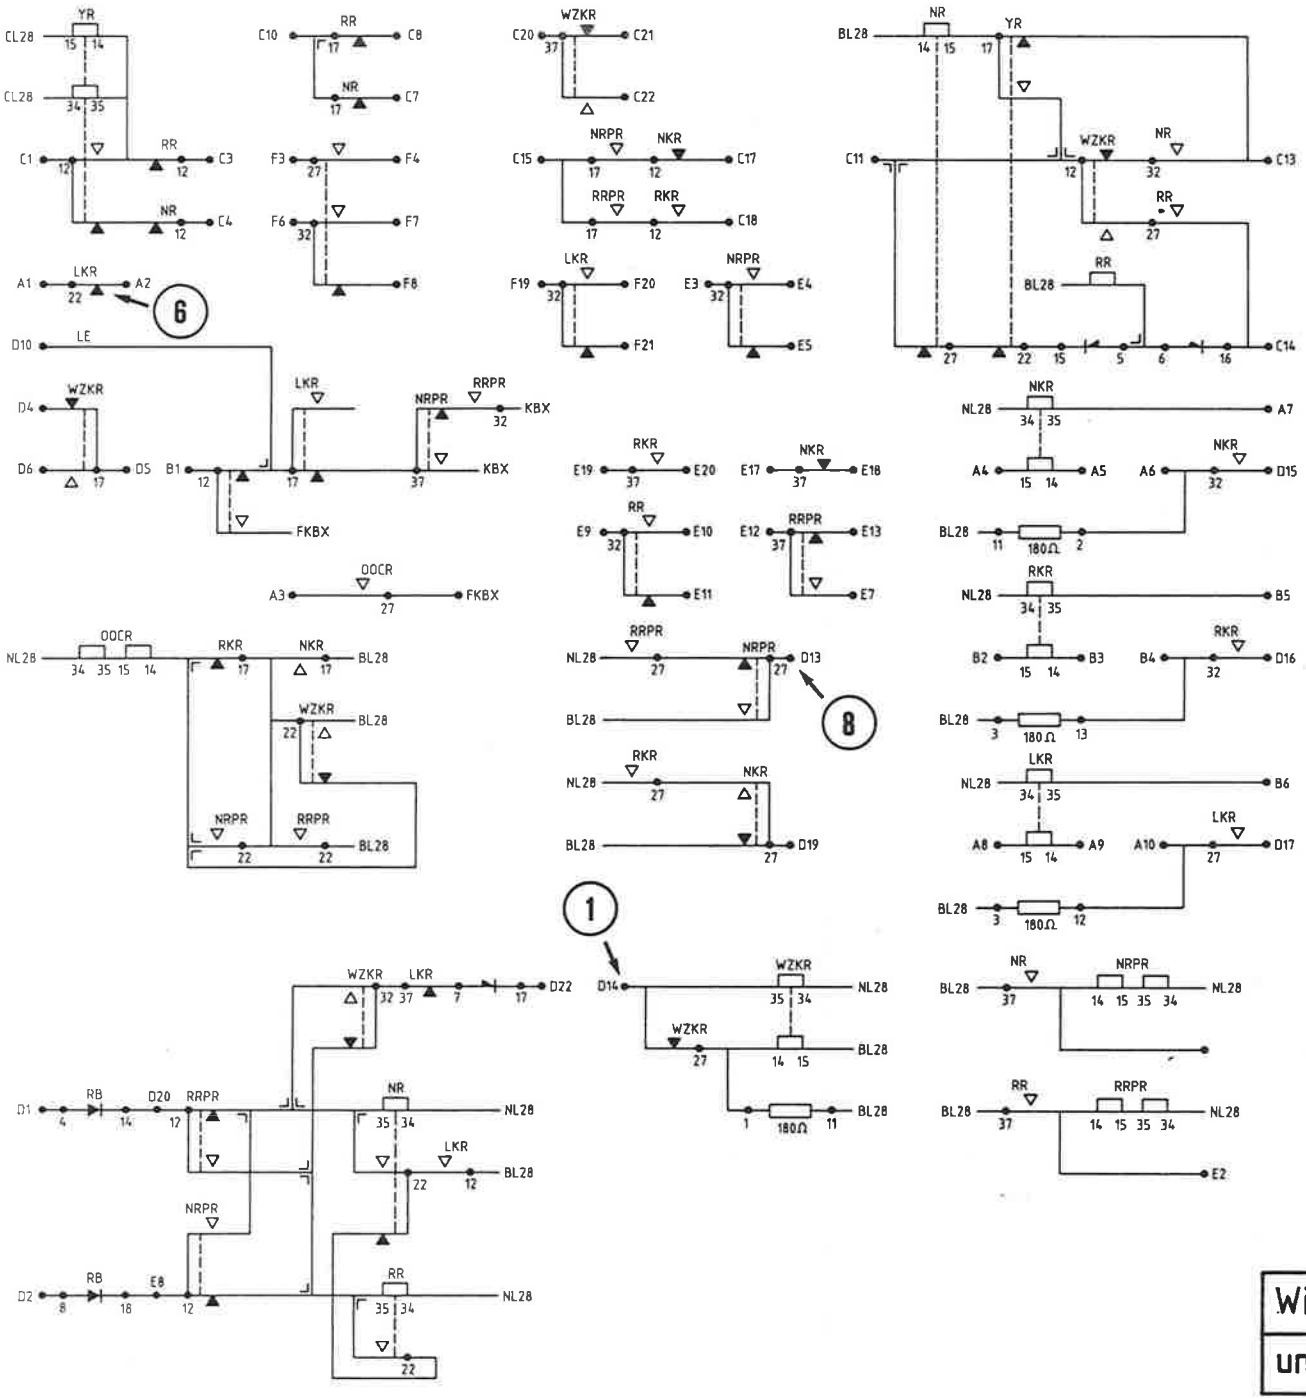

afb. 45
We gaan ervan uit dat men bekend is met de tekeningen die behoren bij de automatische blokstelsels, zodat de relatie tussen en het gebruik van S- en OA-bladen bekend is. De moeilijkheid bij een NX-beveiliging systeem '68 schuilt in de toepassing van de zgn. unitbladen (U-bladen). Een voorbeeld van zo'n U-blad, in dit geval van een SEW-unit (enkel wissel), is gegeven op de volgende bladzijde. Op dit blad zijn alle schakelingen en kontakten die zich in de unit bevinden afgebeeld. Tevens zien we via welke klemmen ze op de blauwe aansluitblokken naar buiten toe uitgevoerd zijn. Bijvoorbeeld, de WZKR-schakeling 'hangt' aan klem D14 van het blauwe aansluitblok (afb. 45-(1)). De draad die komt van de WZKR-schakeling wordt afgemonteerd aan de binnenzijde van het blauwe aansluitblok. Een eventuele buitendraad, naar een andere unit of rek 1 wordt op de buitenzijde afgemonteerd. Dit ene U-blad geldt voor alle SEW-units die in de installatie voorkomen omdat alle SEW-units in de installatie uniform zijn. Nemen we aan dat de betrokken WZKR hoort bij enkel wissel 59 dan kunnen we bij elk relais en kontakt op het U-blad het getal 59 denken.
Het blijkt dat op deze klem een draad is aangesloten die naar klem A2 van dezelfde SEW-unit gaat. We gaan de unit in en moeten achterhalen wat er in de unit op klem A2 aangesloten is. We hoeven nu niet de omslachtige weg via een OA-blad te maken maar kunnen direkt het U-blad raadplegen (U-blad SEW). Als we hiervoor afb. 45 nemen en daar zoeken dan blijkt achter klem A2 een LKR-kontakt aangesloten te zijn (6). De andere kant van het kontakt is weer naar buiten uitgevoerd (A1). In principe zou nu weer dezelfde procedure herhaald moeten worden zoals bij het opzoeken van klem D14, dus via het OA-blad het S-blad zoeken waarop klem A1 afgebeeld staat. We komen dan weer terecht bij S-blad E36. Punt (7) in afbeelding 48. We hebben nu nog steeds geen afgeronde schakeling want de draad aangesloten op A1 gaat op klem D13 weer de unit in. Nu kan direkt het U-blad SEW geraadpleegd worden. Achter klem D13(8) blijken in de SEW-unit kontakten van de NRPR en RRPR aangesloten te zijn.